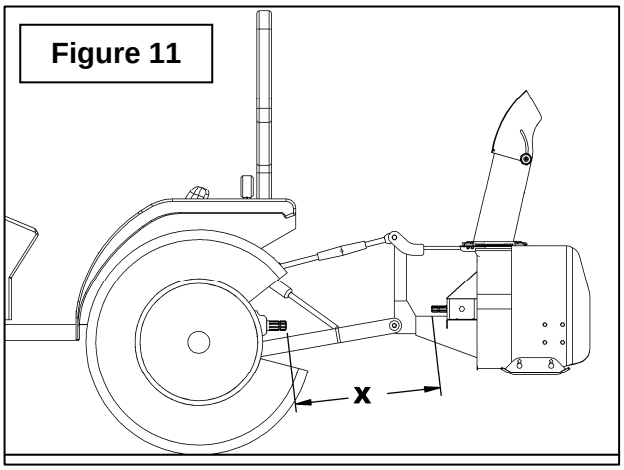
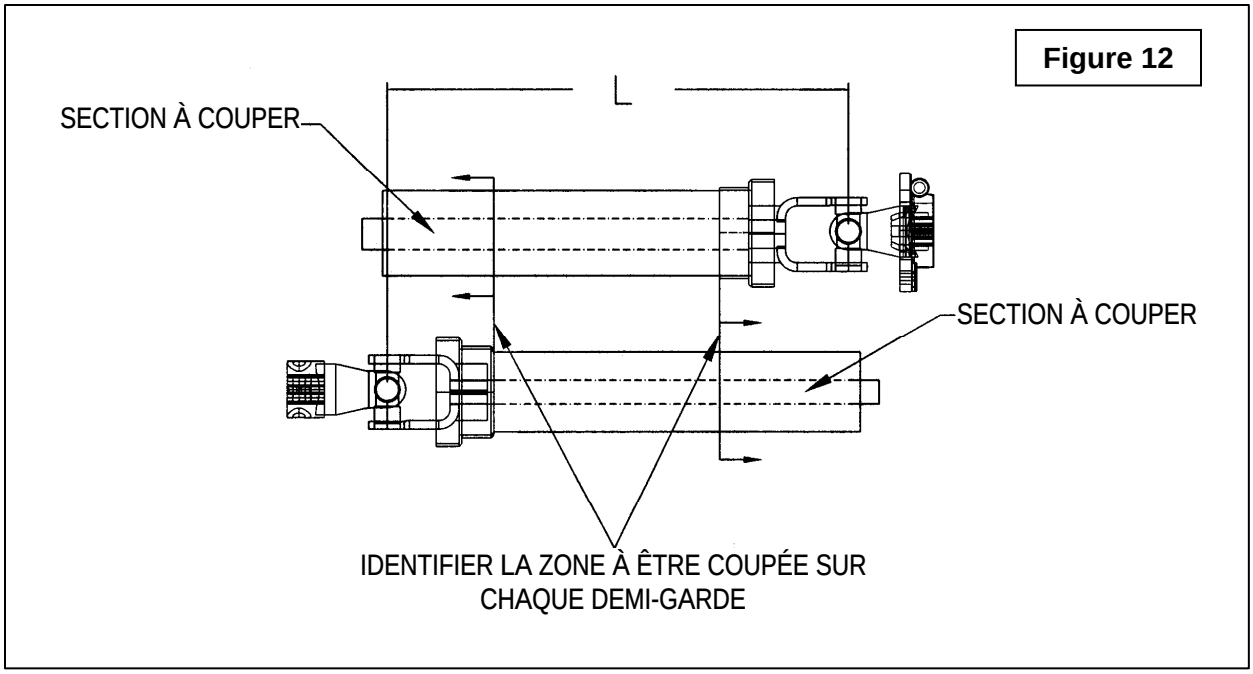

Figure 11
Figure 12
1. Pour déterminer la longueur **"L"** de votre modèle de tracteur, il faut d'abord trouver le facteur **"X"** (figure 11) en mesurant la distance horizontale entre le bout de l'arbre de commande du tracteur et le bout de l'arbre entraîné lorsque la souffleuse est en position de transport tel qu'illustré à la **Figure 11**.
2. Choisir dans le tableau ci-contre le facteur **"Y"** d'après la catégorie de l'attache et déduire ce nombre de **"X"** (figure 11) pour déterminer **"L"** (figure 12) qui est la longueur centre en centre entre les joints universels.
3. **Figure 12:** Placer les deux demi arbres l'un à côté de l'autre et trouver la longueur **"L"** entre les deux centre en centre des joints universels. Identifier la zone à être couper sur chaque demi-garde tel qu'illustré à la figure 12.